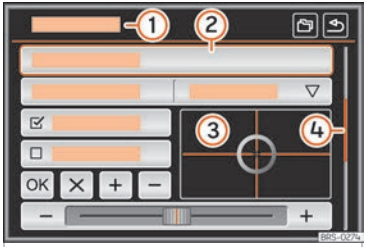

Fig. 204 Overview of some of the function buttons on the screen.
Function buttons start functions or open submenus. The currently selected menu is displayed in the title bar ››› Fig. 204 ① of the submenus.